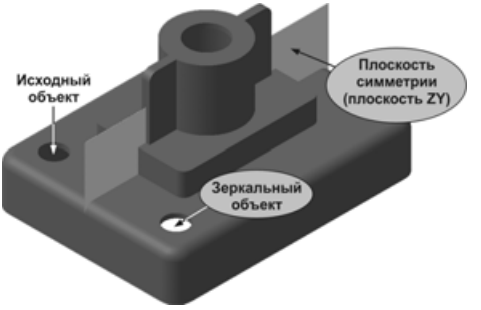

Рис. 5.61
- Вновь нажмите кнопку **Зеркальный массив**. В дереве построения укажите элементы **Плоскость ZY** и **Крепежное отверстие**, нажмите кнопку **Создать объект** (рис. 5.61).